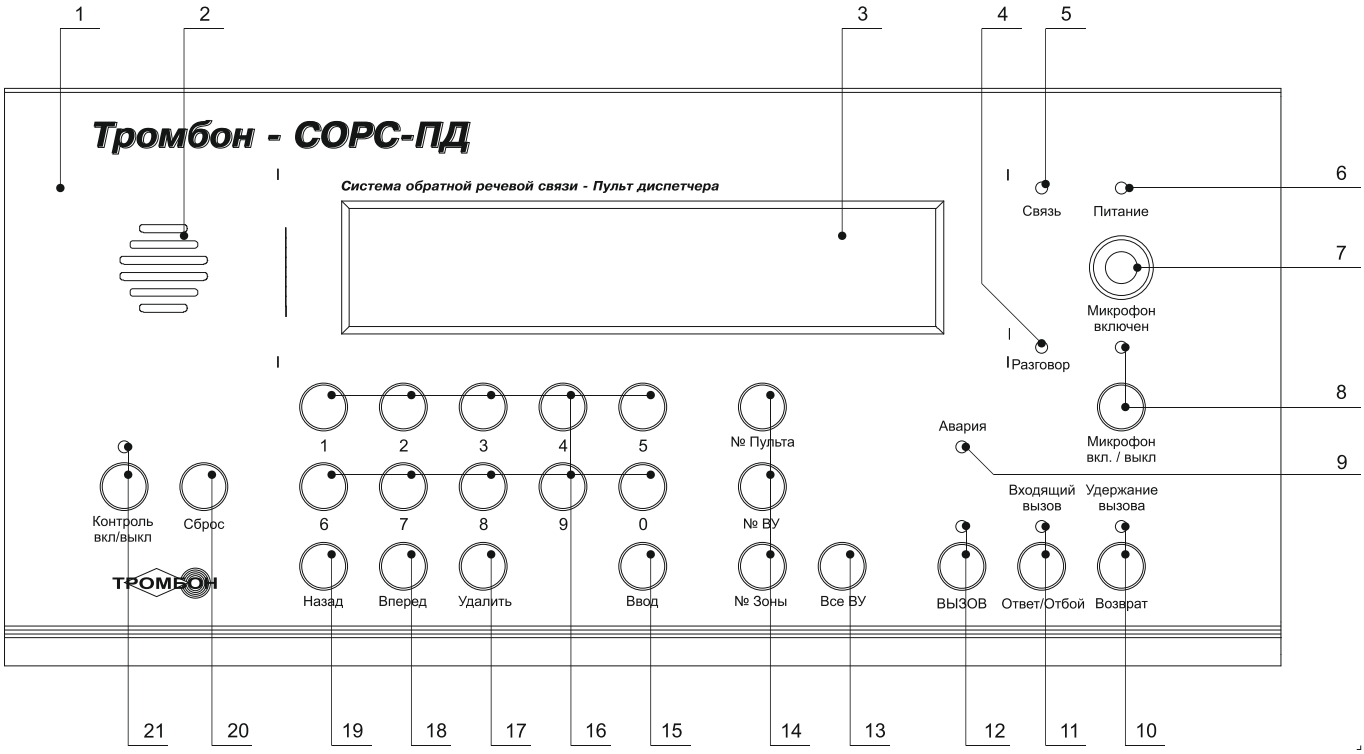

Рис. 1. Вид на лицевую панель Пульта.
4). Включите питание Блоков ЛБС. Проконтролируйте свечение индикатора «Питание» и мигание индикатора «Связь» на лицевой панели Пульта (поз. 5, 6 рис. 1).
В нормальном режиме работы системы на лицевой панели пульта не должен гореть индикатор «Авария» (рис. 1, поз. 9).